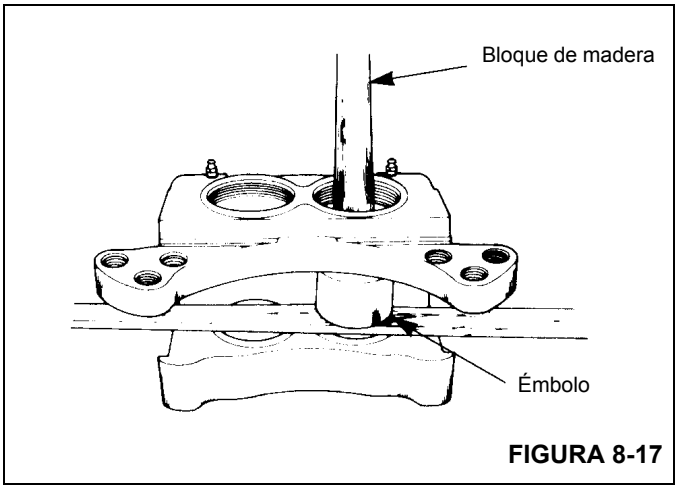

FIGURA 8-17
8. Retire los émbolos del lado de la caja con la placa de montaje. Empuje los extremos de los émbolos para forzarlos fuera por el lado del disco de la caja. Consulte la (Figura 8-17).